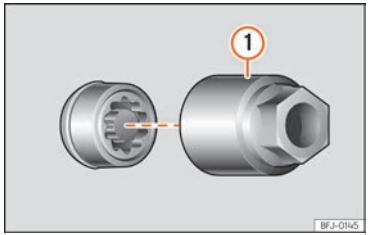

Fig. 241 Caragol antirobatori de la roda amb caputxó i adaptador.
- Encaixeu l'adaptador especial ››› fig. 241 ① (eina de bord ››› pàg. 341) en el caragol antirobatori de la roda fins al límit.